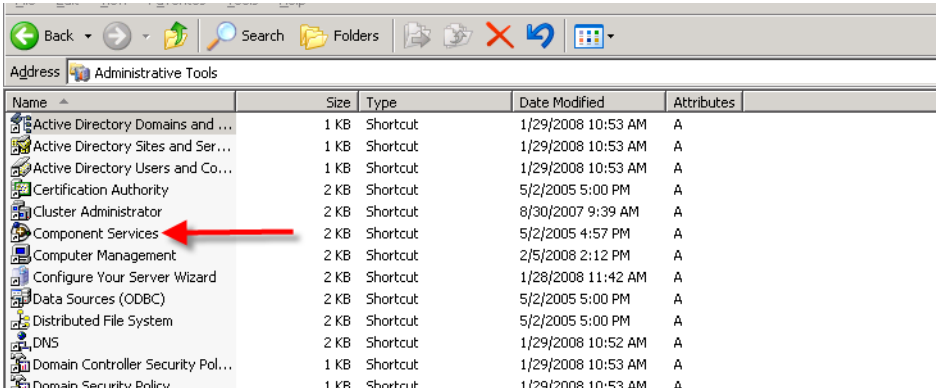

Figure 2-25 Administrative Tools
2. Select **Administrative Tools** and then **Component Services**, as shown in figure 2-25.